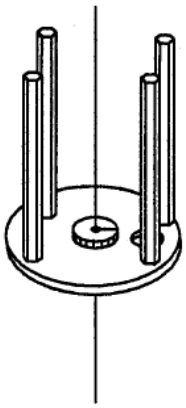

Fig. 11
- Die Zentrierung des Rings wurde werkseitig justiert. Sollte ein erneutes Einstellen notwendig sein, sind folgende Punkte zu beachten (Fig. 11):